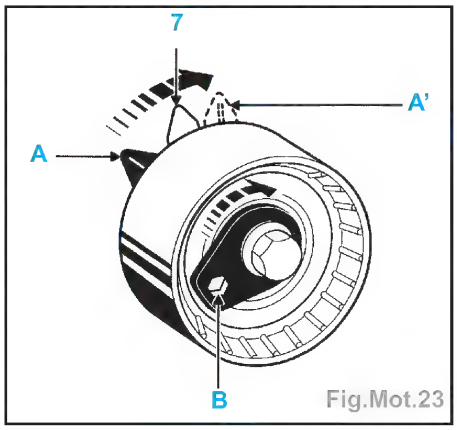

Fig.Mot.23
- Faire dépasser l'index mobile (A') du galet tendeur de 7 à 8 mm par rapport à l'index fixe (7) à l'aide d'une clé six pans de 6 mm (en B) (Fig.Mot.23).